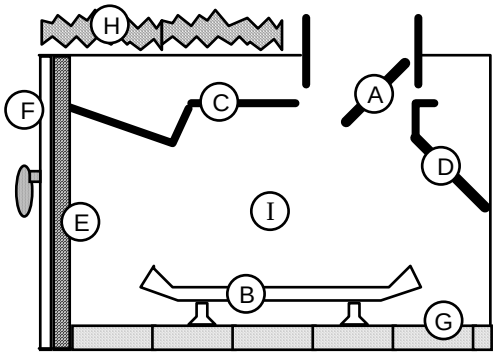

Figure 4
- Le registre (« A ») et la grille (« B ») doivent obligatoirement être retirés (voir la **Figure 4**). La tablette à fumée (« C »), les chicane internes (« D ») et les portes en métal ou en verre (« F ») peuvent être retirées, le cas échéant. L'enlèvement ou la modification du revêtement en maçonnerie (« G »), de l'isolation (« H ») ou d'éventuels éléments rigides structurels (parois métalliques, encadrement de porte, face avant du foyer, etc. (« I ») sont interdits.